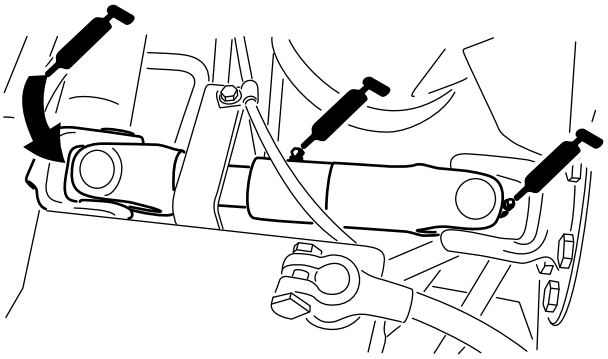

Figur 46
- Pumpa drivaxelns U-led (3) (Figur 46)